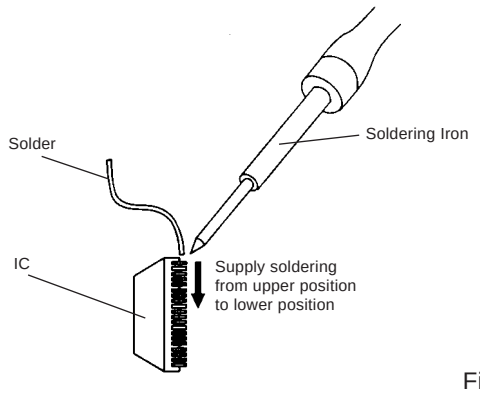

Fig. 3-6
2. Supply the solder from the upper position of IC leads sliding to the lower position of the IC leads. **(Refer to Fig. 3-6.)**